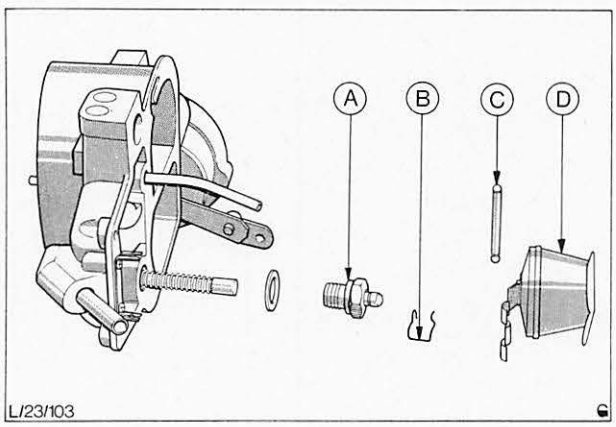

Abb. 94 Vergaserdeckel – Einzelteile
7. Schrauben (5) entfernen, Verbindungsstange der Startautomatik aushängen und Vergaserdeckel abheben.
9. Schwimmerachse aushängen und Schwimmer ausbauen, Federklammer des Schwimmernadelventils entfernen und Ventil herausdrehen, Abb. 94.